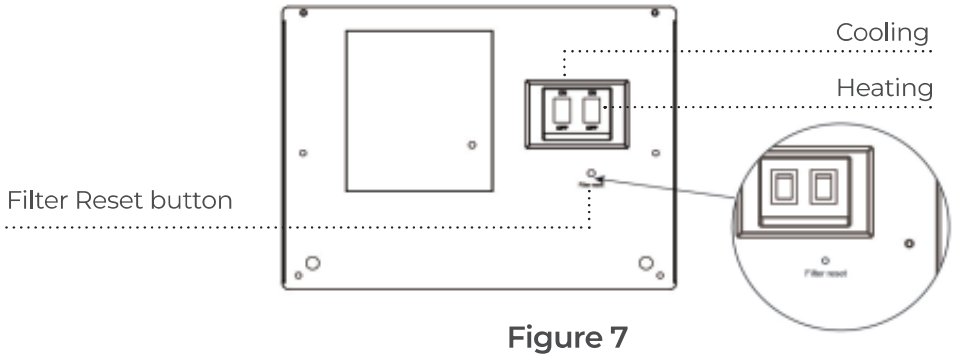

Figure 7
②. Press and hold the reset button for 3 seconds to start automatic flushing. This process lasts 5 minutes, during which the filter indicator will flash green.（**Figure 7**）